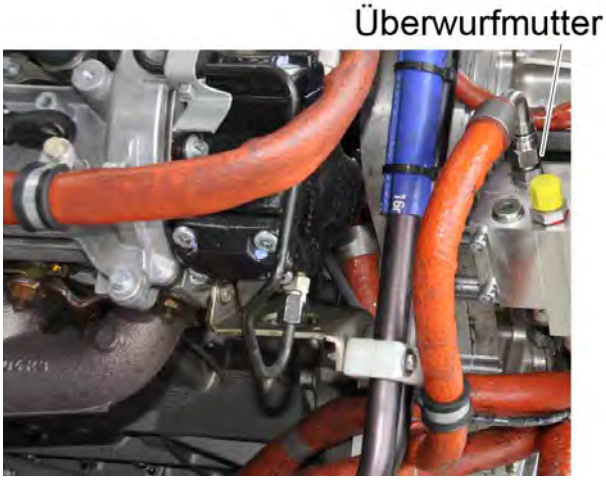

Bild 19
16. Die Schlauchleitung mit Hilfe der Überwurfmutter an der Constant Speed Unit (CSU) befestigen und die Überwurfmutter mit dem vorgeschriebenen Anzugsmoment anziehen. Siehe Bild 19.
◆ **Hinweis:** **Beim Anziehen der Überwurfmutter muss darauf geachtet werden, dass die Schlauchleitung, wie in Bild 19 zu sehen, vom Getriebe wegführt.**